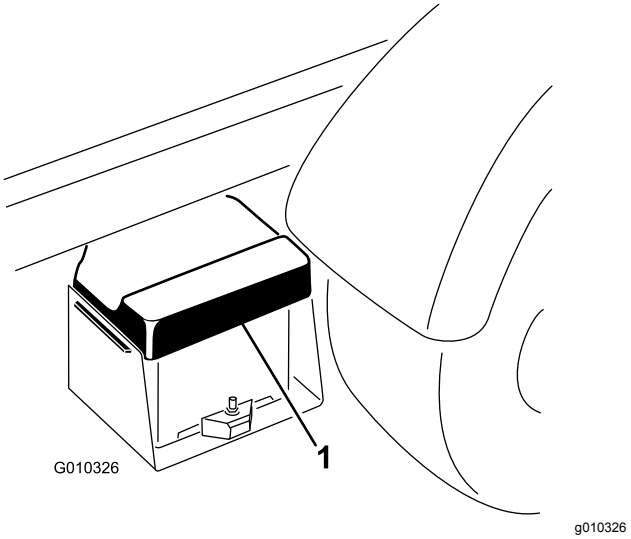

Rysunek 41
1. Ściśnij pokrywę akumulatora, aby uwolnić wypustki z podstawy akumulatora, następnie zdejmij pokrywę akumulatora z podstawy (Rysunek 41).